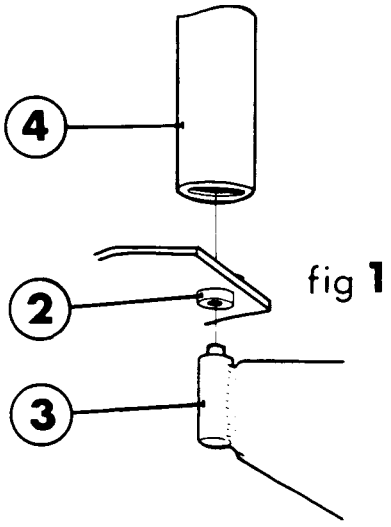

fig 1
Position each scoop bearing (2) in the anvil (3) and knock it out with the mandrel (4), fig.1.